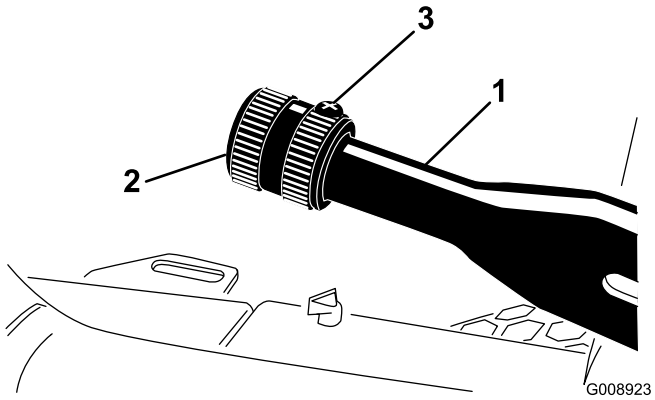

Figur 58
1. Løsn sætskruen, der fastgør skruen til parkeringsbremsehåndtaget (Figur 58).